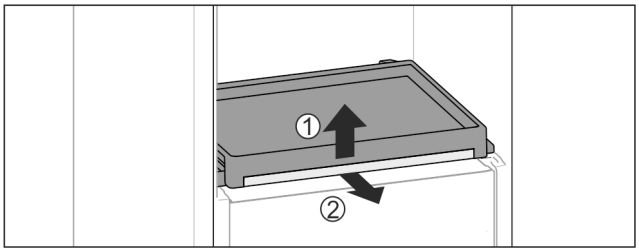

Fig. 107
▶ Scoateți raftul extractibil cu placa de sticlă: Ridicați ușor placa de sticlă în față *Fig. 107 (1)* și extrageți-o spre înainte *Fig. 107 (2)*.